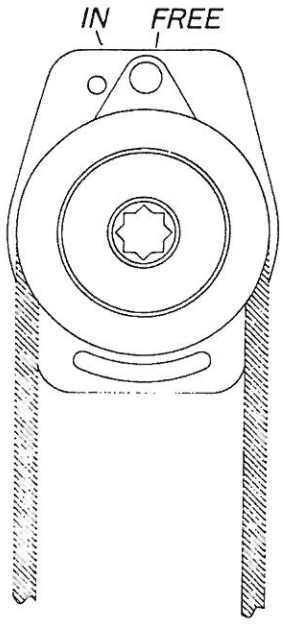

Fig. 7:2
*Reefing and unreefing is accomplished with a reefing line and an outhaul operated either from the cockpit or by working at the mast. In the latter case the outhaul is also taken to the boom or mast near the gooseneck. (See Fig. 7:1).*
Alternative Clew Outhaul Arrangement. Fig. 7:1
- ☐ When reefing from the cockpit the Reefing Winch must be set to "FREE". (See Fig. 7:2).